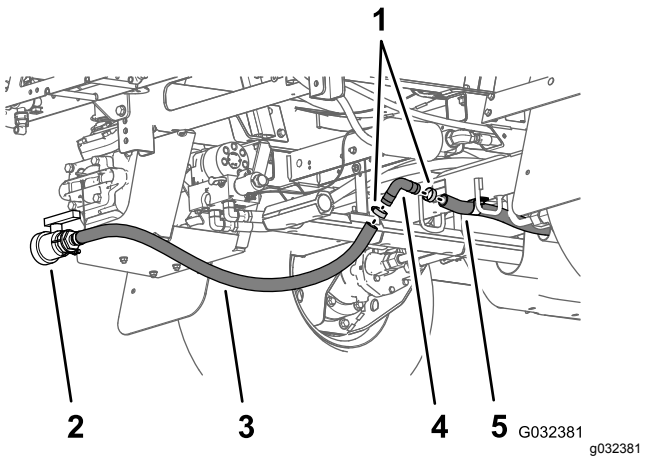

Figuur 55
8. Monteer de geribde 90°-fitting die u verwijderd hebt in stap 3 op de slang van de aftapplug en de achterste aftapslang van de tank (Figuur 55).
9. Bevestig de geribde 90°-fitting en de aftapslangen met de 2 slangklemmen die u verwijderd hebt in stap 2 (Figuur 55).